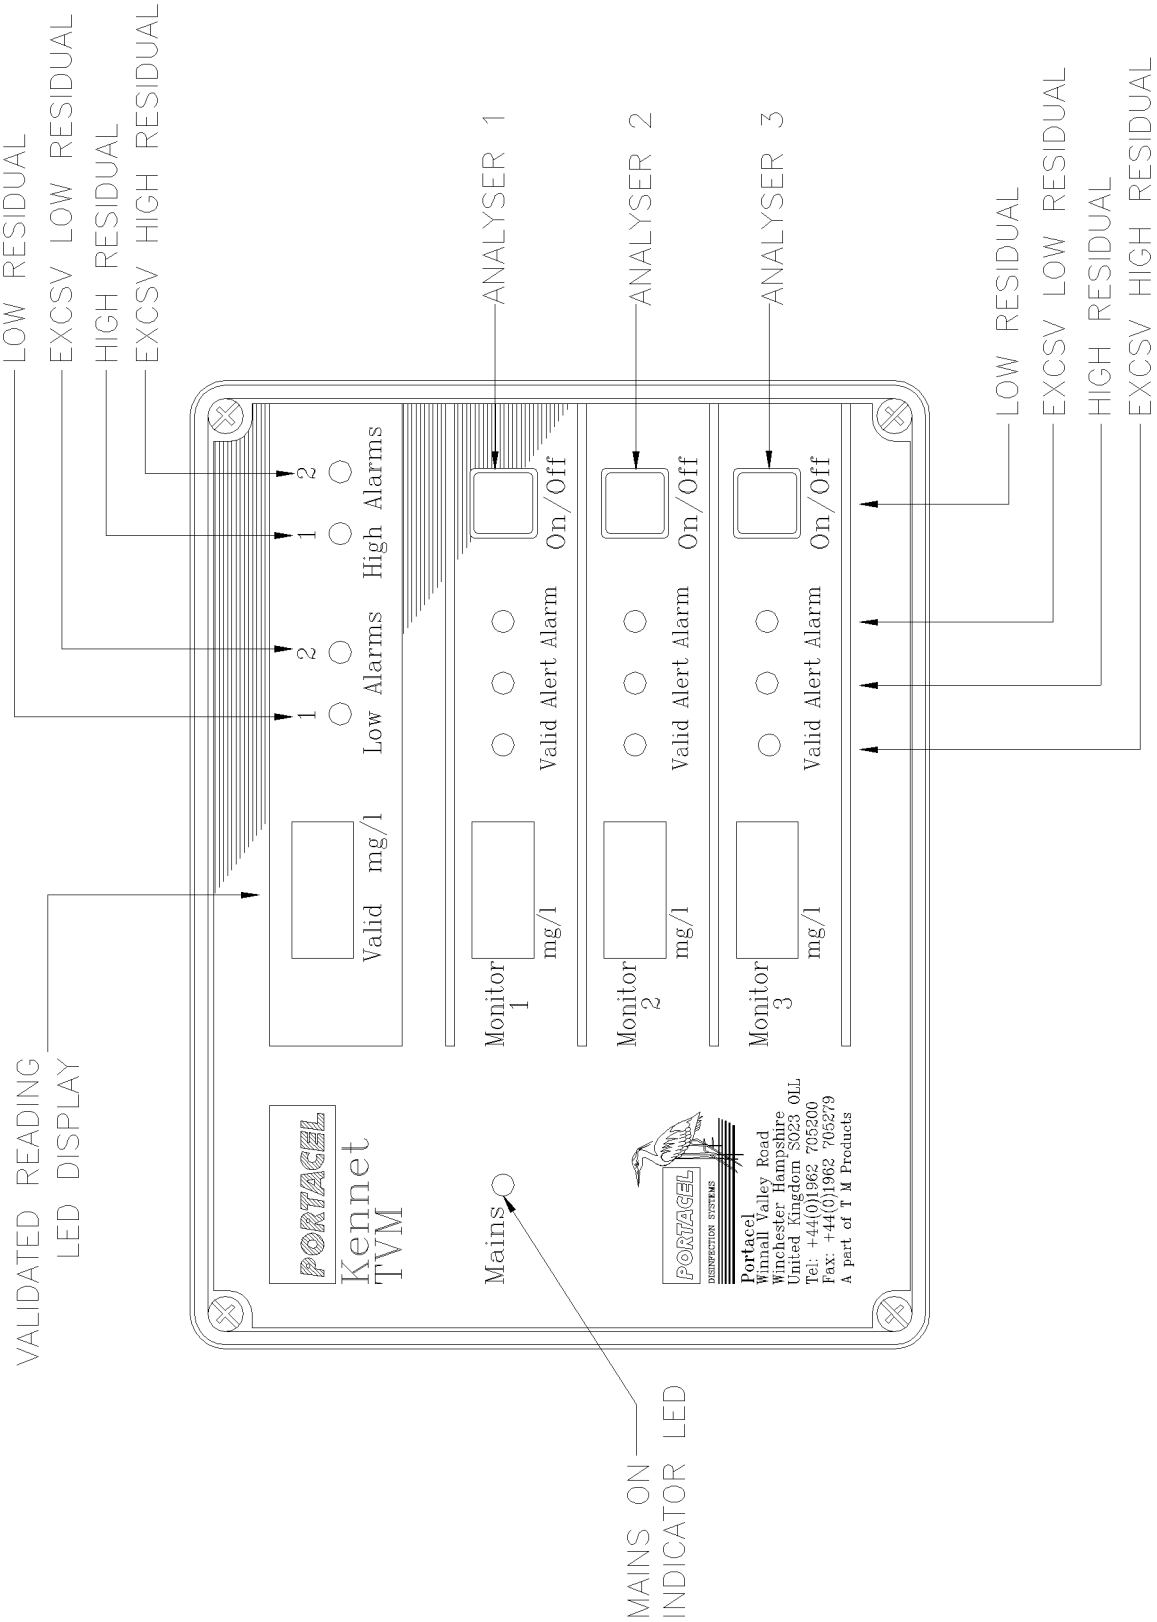

Fig.2 Front Panel
4.2.2 The front face of the housing is a panel which carries the displays and controls. (See FIG.2 – FRONT PANEL)
4.4 The Monitor in Operation [See FIG.2 – FRONT PANEL]